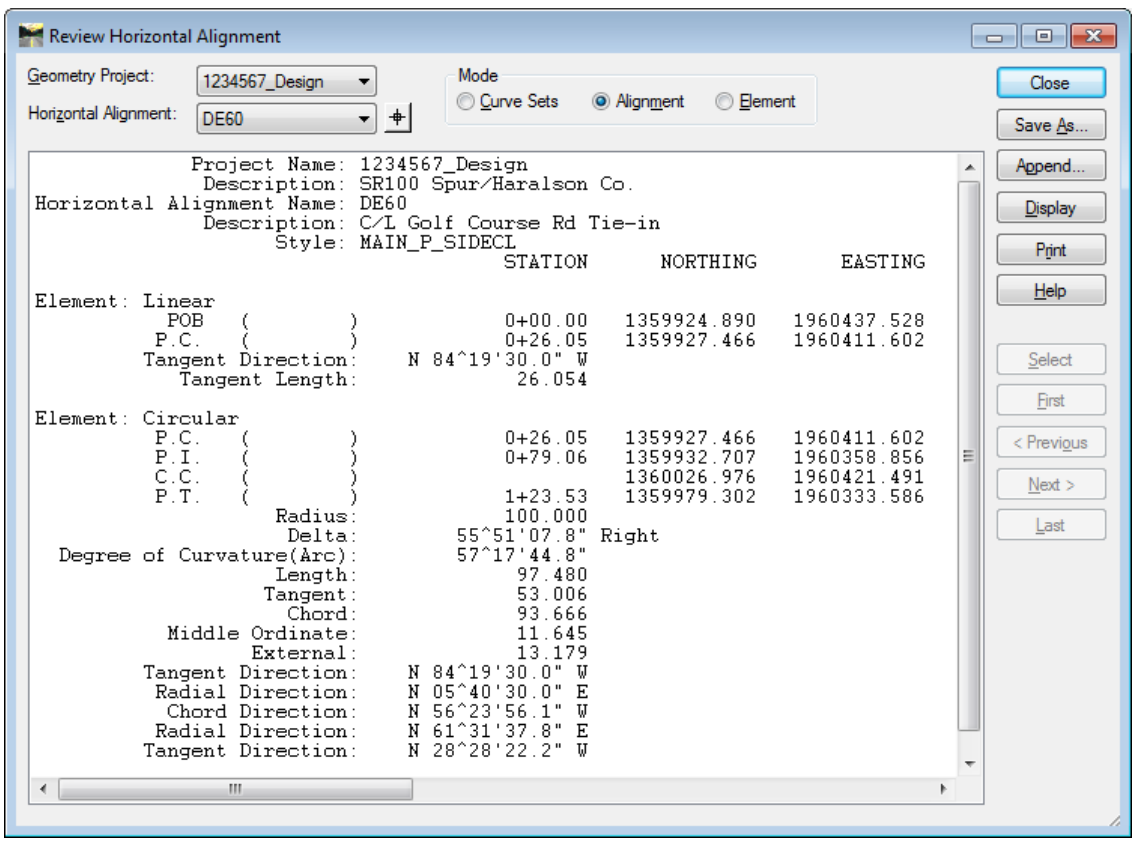

Figure L5-4 Review Horizontal Alignment
12.	**Review Alignment DE60.** • In InRoads, select **Geometry ► Review Horizontal**. The **Review Horizontal Alignment** window opens as shown in *Figure L5-4*. • Notice in the **Review Horizontal Alignment** window none of the coordinates have names assigned to them. • Close the **Review Horizontal Alignments** window.